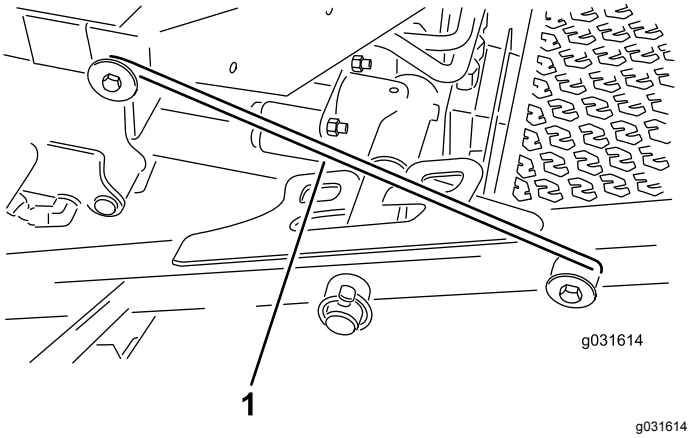

Figur 33
4. Frigör spärrstången från den främre bärramshållaren (Figur 33).
5. Lyft upp utsidan av de främre klippenheterna och placera spärren över tappen på ramen som har monterats framtill på förarplattformen (Figur 33).